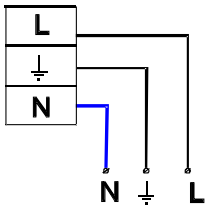

Рис.1
3.3 Сетевой кабель пропускается через сальник и присоединяется к клеммной колодке: L- постоянная фаза; N- нейтраль. Провод заземления должен быть присоединен к соответствующей клемме колодки см. рис. 1.